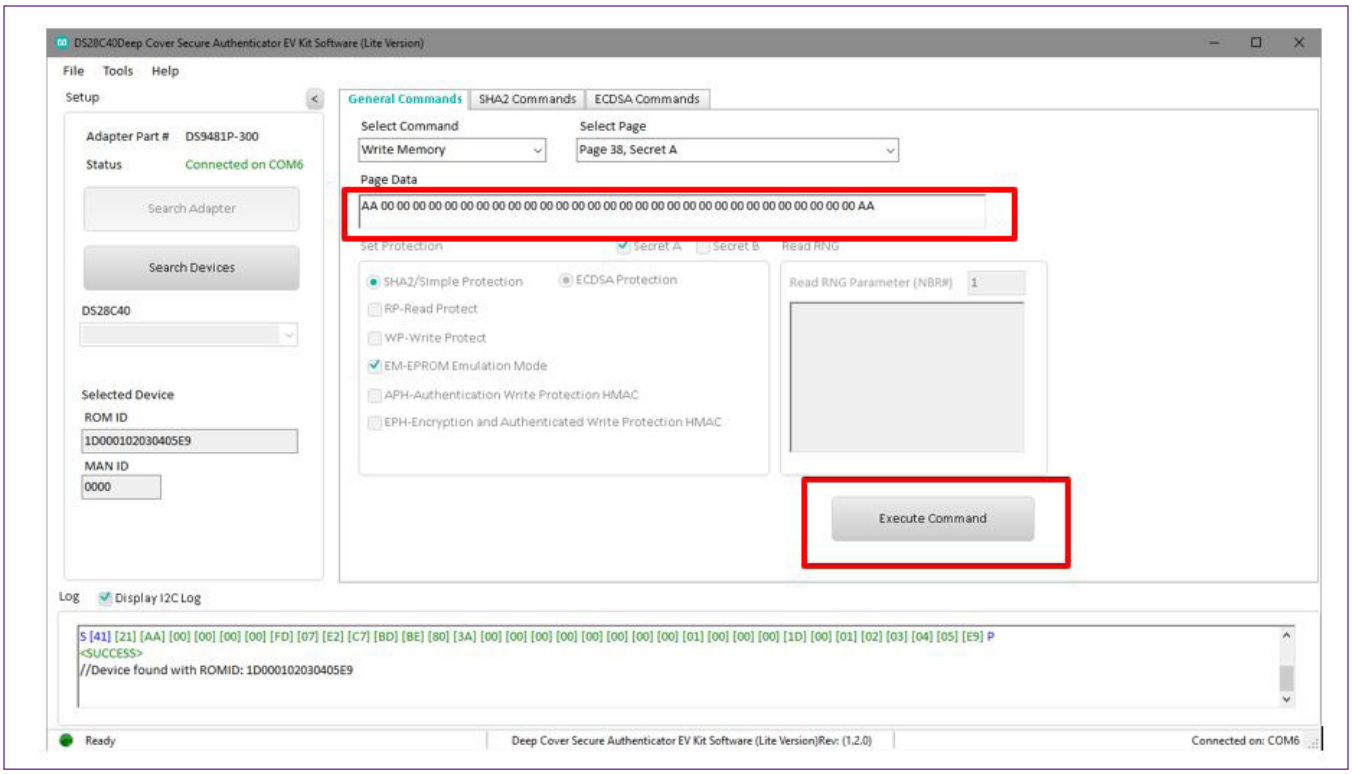

Figure 18. Selecting SHA2 Command
3) Write the desired secret on the **Page Data** text box and click **Execute Command** button (Figure 18).